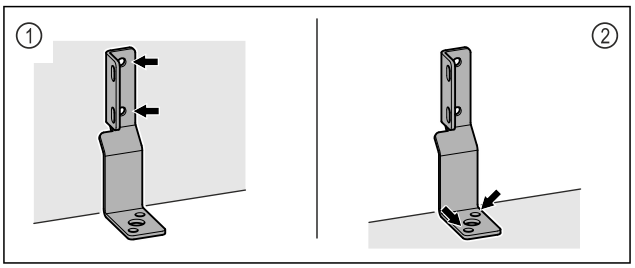

Fig. 6
- ▶ Закрепите уголок на стене *Fig. 6 (1)* или полу *Fig. 6 (2)*.